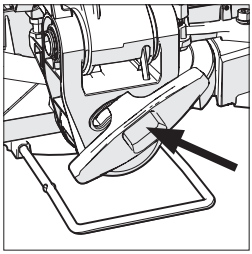

Fig. 22
- Desaperte o manípulo de bloqueio do bisel **(Fig. 22)**.